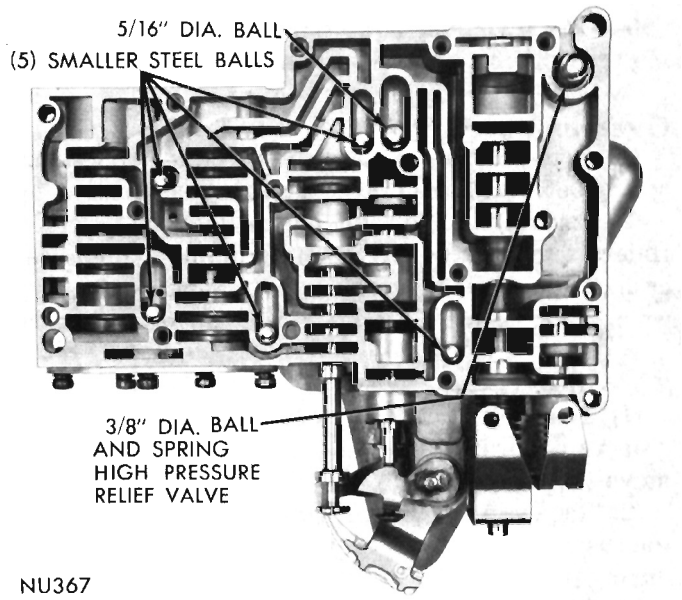
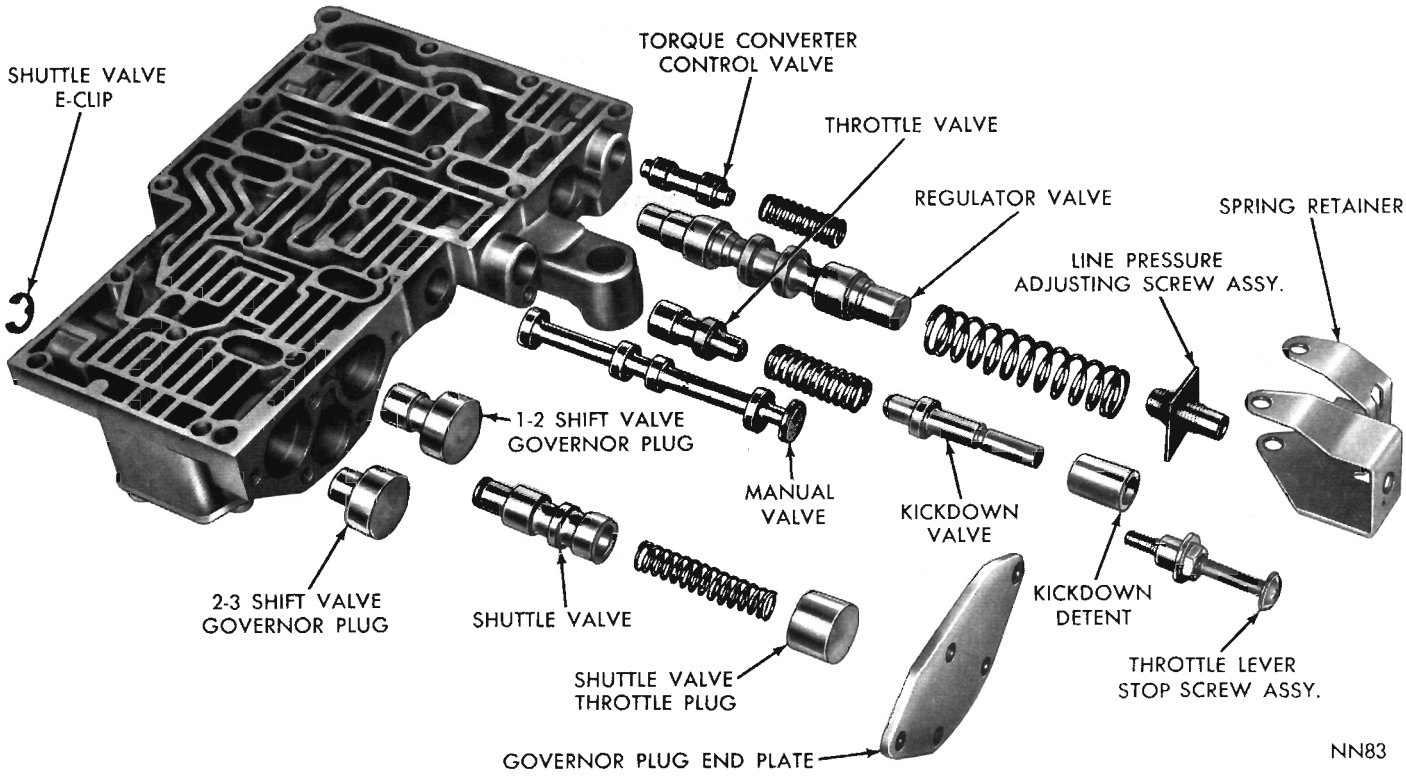
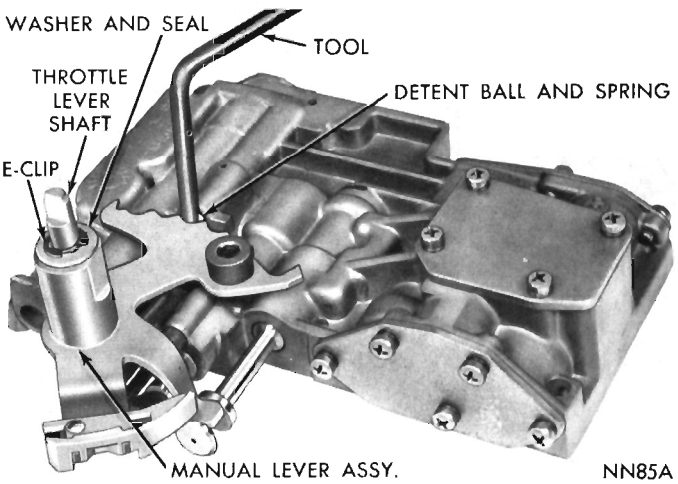

Fig. 52—Steel Ball Location
Fig. 54—Valve Body—Lever Side—Disassembled
Fig. 56—Installing Detent Ball, Spring and Control Levers
(7) Remove and note location of 7 steel balls and 1 spring in valve body (Fig. 52). **CAUTION: Do Not mix up the two larger balls.** The 3/8 inch diameter ball goes on the spring in the corner and is the high pressure relief valve. The 5/16 diameter ball in the large chamber is the front clutch ball check.
(12) Remove throttle lever stop screw assembly (Fig. 54), be careful not to disturb setting any more than is necessary.
(13) Remove kickdown detent, kickdown valve, throttle valve spring and throttle valve (Fig. 54).
(14) Remove governor plug end plate (Fig. 54). Tip up valve body to allow shuttle valve throttle plug, spring, shuttle valve, and shift valve governor plugs to slide out into your hand.
(2) Place 1-2 and 2-3 shift valve governor plugs in their respective bores (Fig. 54). Install shuttle valve, spring and shuttle valve throttle plug. Install governor plug end plate and tighten the five retaining screws to 28 inch-pounds.
(3) Install E-clip on end of shuttle valve (Fig. 54). Install shuttle valve cover plate and tighten the four retaining screws to 28 inch-pounds.
(6) Install throttle valve and spring (Fig. 54). Slide kickdown detent on the kickdown valve (counterbore side of detent toward valve), then install assembly in the valve body.
(7) Install throttle lever stop screw (Fig. 54), and tighten lock nut finger tight.
(8) Install manual valve in valve body (Fig. 54).
(9) Install throttle lever and shaft on valve body (Fig. 56). Insert detent spring and ball in its bore in valve body. Depress ball and spring with Tool C-3765 or similar tool and slide manual lever over throttle shaft so that it engages manual valve and detent ball. Install seal, retaining washer and E-clip on throttle shaft.
(10) Position valve body assembly on the repair stand.
(11) Place six steel balls in valve body chambers with large ball in the large chamber (Fig. 52). Install spring and high pressure relief valve ball (3/8″ dia.).
(12) Position transfer plate assembly on valve body. Install retaining screws, starting at center and working outward, tighten screws to 35 inch-pounds.
(13) Install torque converter valve and regulator valve (Fig. 54).